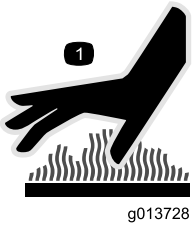

**Rysunek 3**
- Nigdy nie dotykaj gorącego silnika ani tłumika (Rysunek 3).